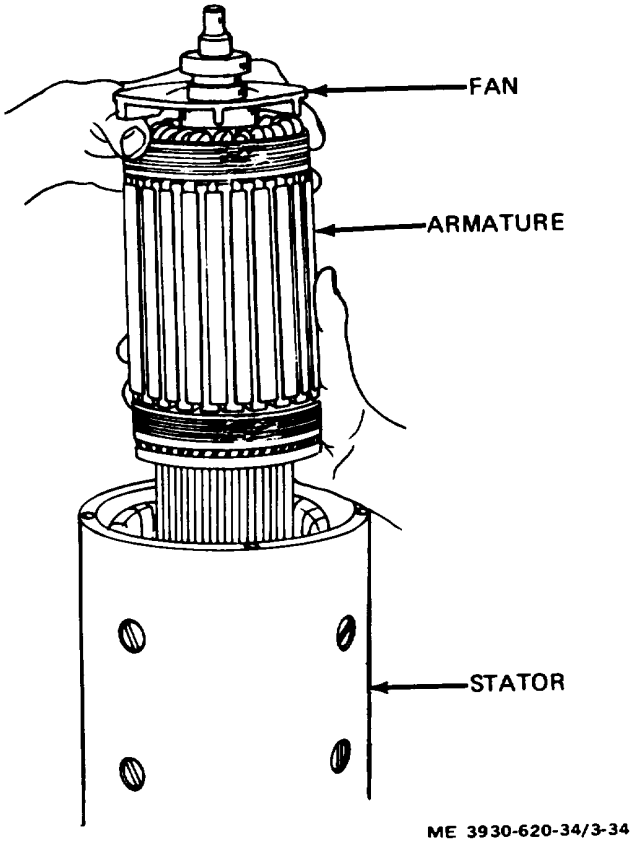

Figure 3-34. Armature removal.
(7) Carefully remove armature assembly, complete with bearings, from stator. (fig. 3-34.)